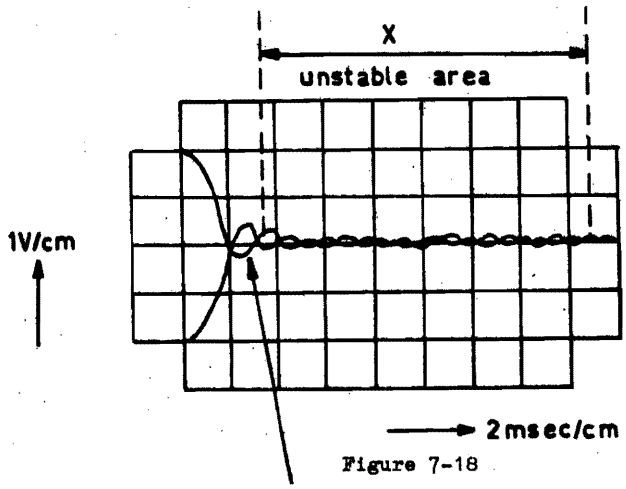

Figure 7-18
In figures 7-18 and 7-19 positioning is over one step. The slope is too steep(SE2) so the area x becomes unstable.
8. Position the heads to track 073 (146) by means of the test case.
10. Adjust head 0 as shown in fig. 7-18.